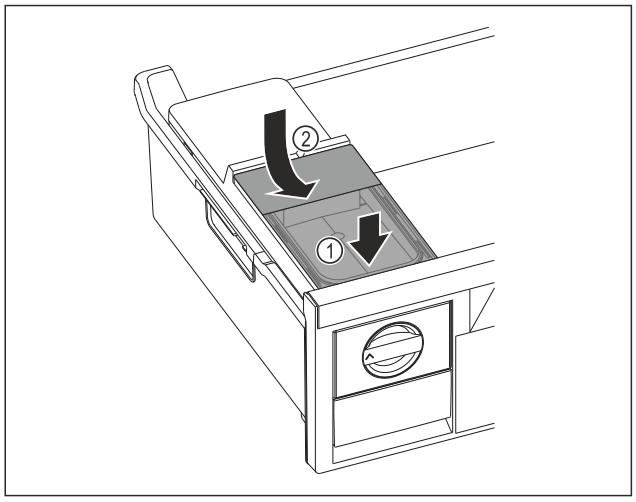

Fig. 104
▶ Așezați în față rezervorul de apă. *Fig. 104 (1)*
▶ Coborâți în spate rezervorul de apă. *Fig. 104 (2)*